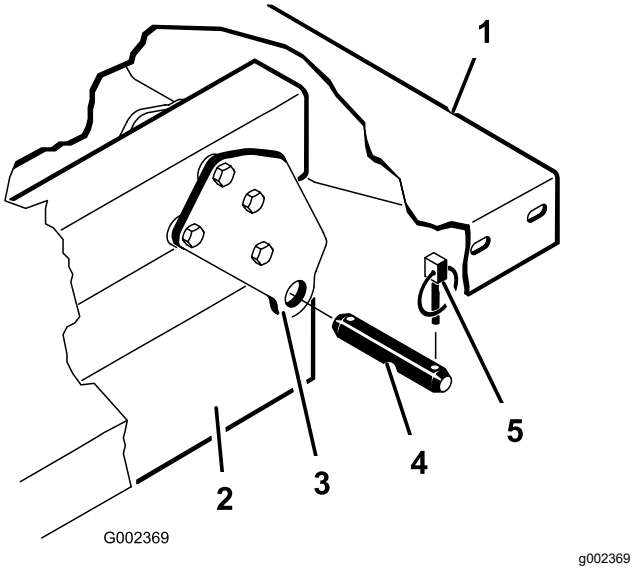

**Figur 34**
**Obs:** Se till att de bakre svängplattorna är fastskruvade i flakets ram/kanal så att den lägre änden är vinklad bakåt (Figur 34).